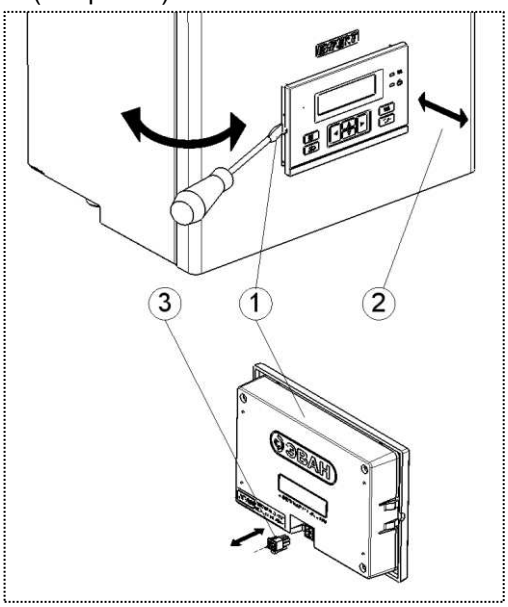

Рисунок 5. Снятие блока управления
6.1.1 Аккуратно подденьте плоской отвёрткой место примыкания блока управления (1) и лицевой панели (см. рис. 5).